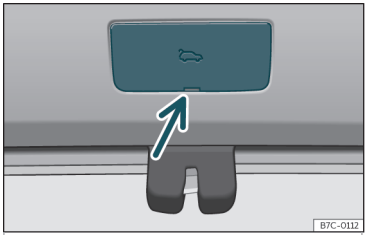

Fig. 86 Detaliu al portbagajului: accesul la descuierea de urgență.
- Scoateți capacul, utilizând cheia mecanică pe post de pârghie ››› **fig. 86**.